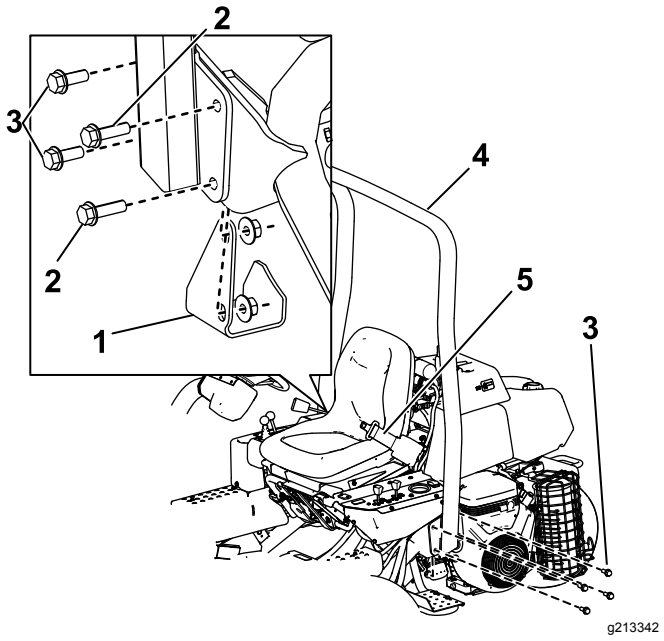

Figure 6
2. Lower the roll bar (Figure 6) onto the mounting brackets, aligning the mounting holes.
3. Secure the left side of the roll bar to the mounting bracket with 4 bolts (1/2 x 1-1/2 inches) and locknuts (Figure 6).
5. Secure the right side of the roll bar and the previously removed jack pad to the mounting bracket with 2 bolts (1/2 x 1-1/2 inches)), 2 bolts (1/2 x 1-3/4 inches), and locknuts as illustrated in Figure 6.